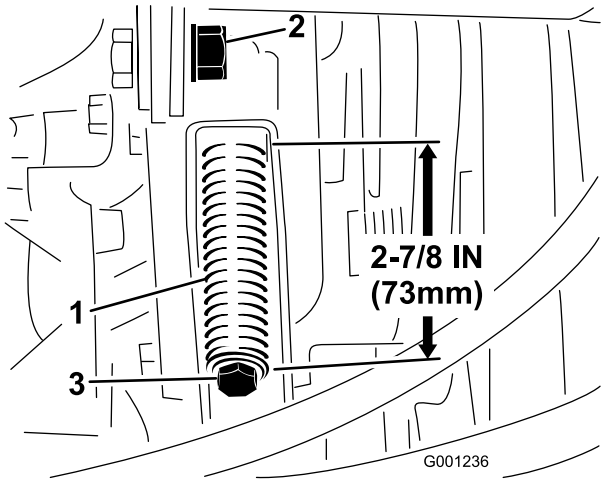

**Figur 78**
3. Lossa spännlockets kontramutter (Figur 78).
4. Använd en halvtums skiftnyckel för att dra åt eller lossa remspänningens fjäder (Figur 78). Justera fjädern till en längd på 73 mm.
4. Använd en halvtums skiftnyckel för att lossa remmens spännlocksfjäder (Figur 78) hela vägen.
6. Montera den nya kraftuttagsremmen och spänn remskivsfjädern till 73 mm längd (Figur 78).
7. Dra åt kontramuttern (Figur 78) och stäng huven.